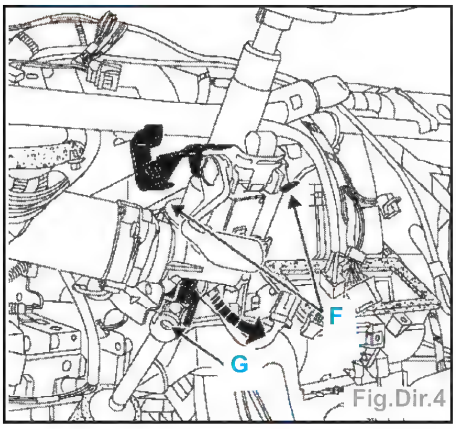

Fig.Dir.4
• la colonne sur les deux ergots de positionnement (F) (Fig.Dir.4),
- Engager l'axe rétractable sur les cannelures de la colonne (G).